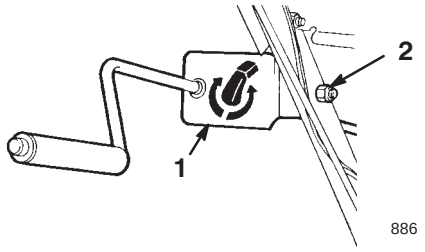

Figur 9
1. Monter sjaktkontrollbraketten og staget på venstre side av håndtaket med bolten og låsemutteren, som vist i figur 9.